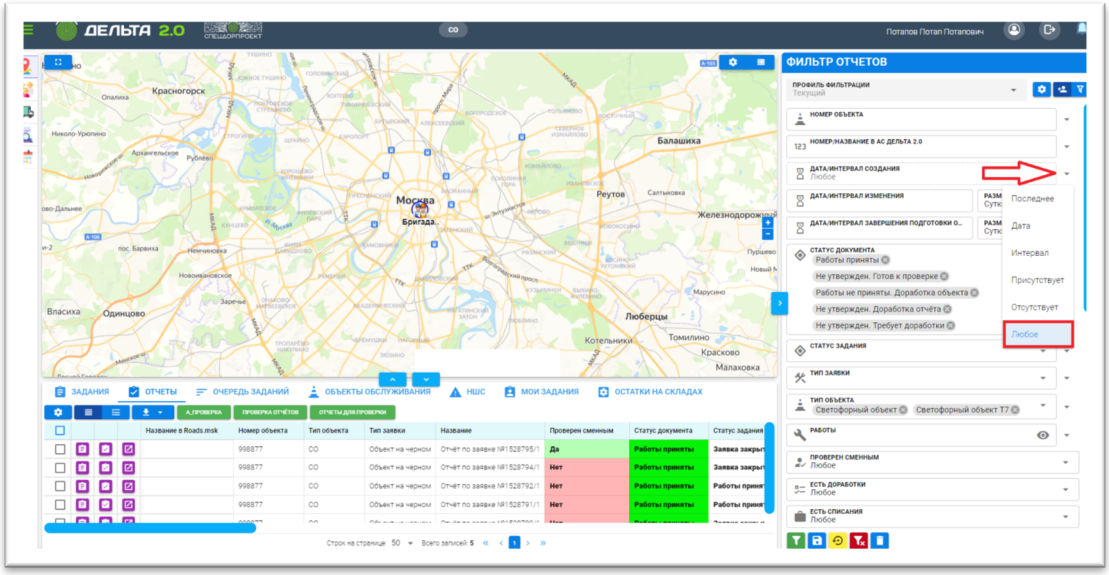

Рисунок 98
- Дата/интервал создания (Рис. 98)